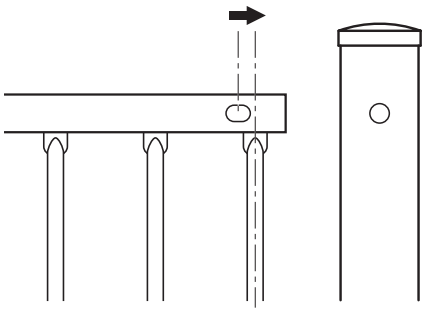
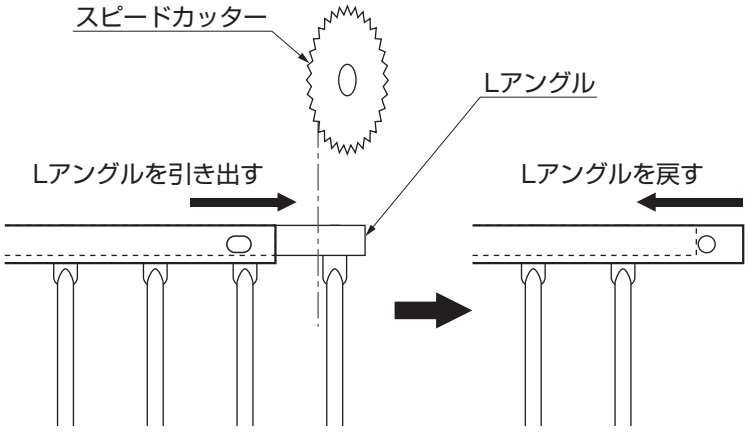

図8-2
図8-3
①支柱のピッチが500mmより短い場合は、直接金具の穴位置間の距離に合わせて切断をしてください。
②図8-2のように、格子が穴位置よりも支柱側の場合、図8-3のようにビーム内のLアングルを穴の位置よりも短くなるように切断してから穴をあけてください。